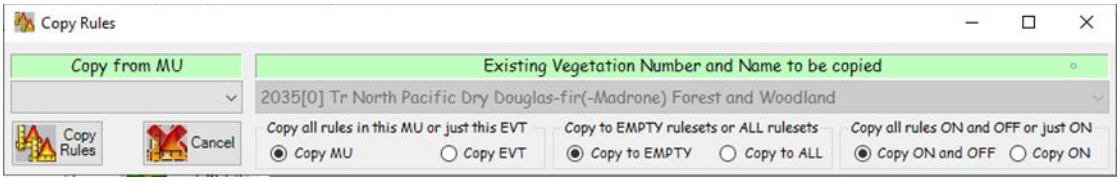

***Figure 7-24. Copy Rules** dialog box.*
- To copy a rule, click the **Copy Rule** icon on the **Fuel Rules** page. The following dialog box (Figure 7-24) will open.
- Use the drop-down menu at the top left of the **Copy Rule**s dialog box to select a MU to copy from (Figure 7-24).